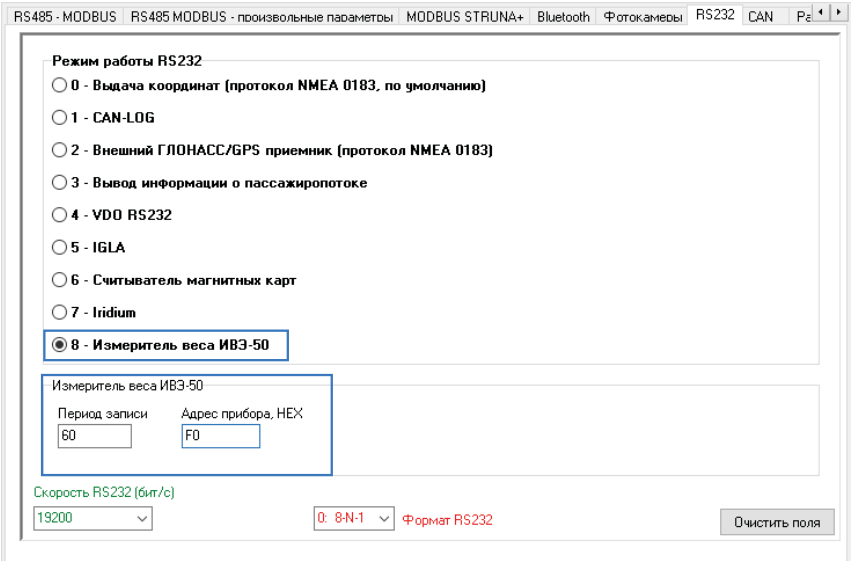

Рис.52. Настройка адреса измерителя веса и периода записи данных.
- **8 – Измеритель веса ИВЭ-50** – прибор настроен на работу с электронным измерителем веса ИВЭ-50. Данная настройка требует также дополнительной установки адреса подключаемого измерителя и периода записи данных с этого прибора (Рис.52). Адрес должен быть задан в формате HEX. Период записи должен быть задан в секундах.